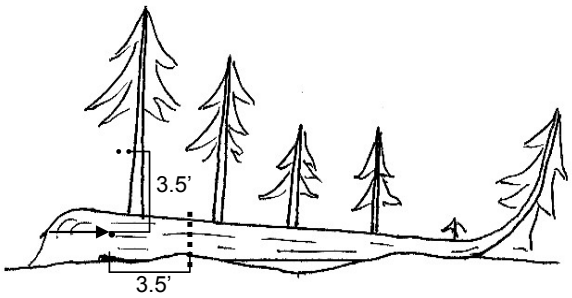

Figure 32. Down tree above duff.
- If the pith of the main bole is above the duff layer, use the same forking rules specified for a forked tree, and take all measurements accordingly (Figure 32).